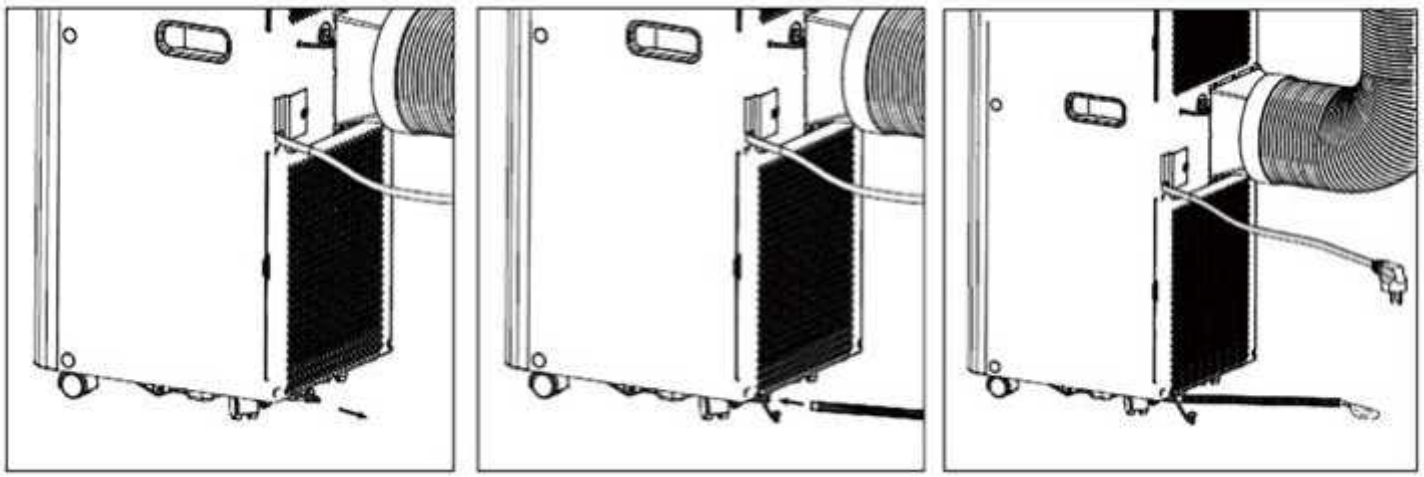

Fig. 9
3) Zoals getoond in Fig.9, sluit de afvoerslang goed aan (alleen bij gebruik van het verwarmingsmodel);
Als u van plan bent dit apparaat lange tijd ongebruikt te laten, verwijder dan de rubberen blokkering van het afvoergat aan de onderkant van het apparaat en laat al het water naar buiten afvoeren. U kunt de continue afvoer gebruiken met een afvoerslang die is aangesloten op het onderste afvoergat wanneer het apparaat in de VERWARMEN stand werkt. De continue afvoer hoeft niet te worden gebruikt als de unit in de KOELEN of ONTWARMEN modus werkt. De unit kan het condenswater automatisch laten verdampen door de sproeimotor. Zorg ervoor dat de afvoergaten goed afgedicht zijn. Als de waterspatmotor beschadigd is, kan de continue afvoer worden gebruikt. Als u de afvoerslang aansluit op het onderste afvoergat (Fig.9), kan het apparaat ook goed werken. Als de spatmotor beschadigd is, kan ook een intermitterende afvoer worden gebruikt. In deze situatie, wanneer de indicator water vol oplicht, sluit dan een afvoerslang aan op de onderste afvoeropening, waarna al het water in de watertank naar buiten wordt afgevoerd. Het apparaat kan ook goed werken.